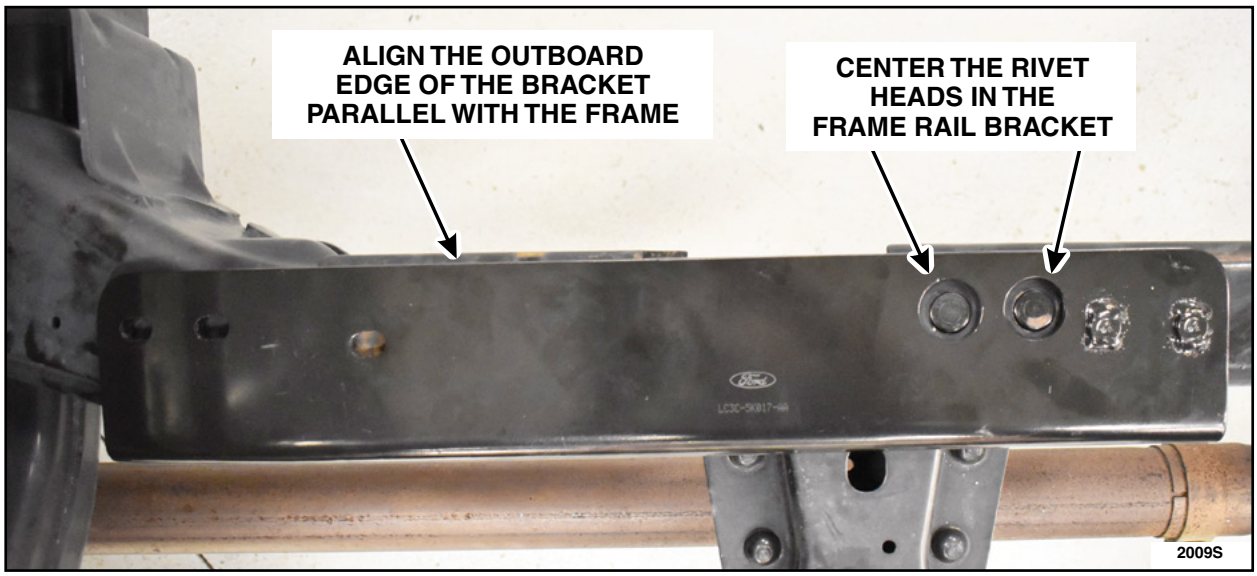

FIGURE 11
a. Centering the two (2) rivet heads in the bracket rivet holes. See Figure 11.
b. Ensuring that the outboard edge of the bracket is flush with the frame. See Figure 11.